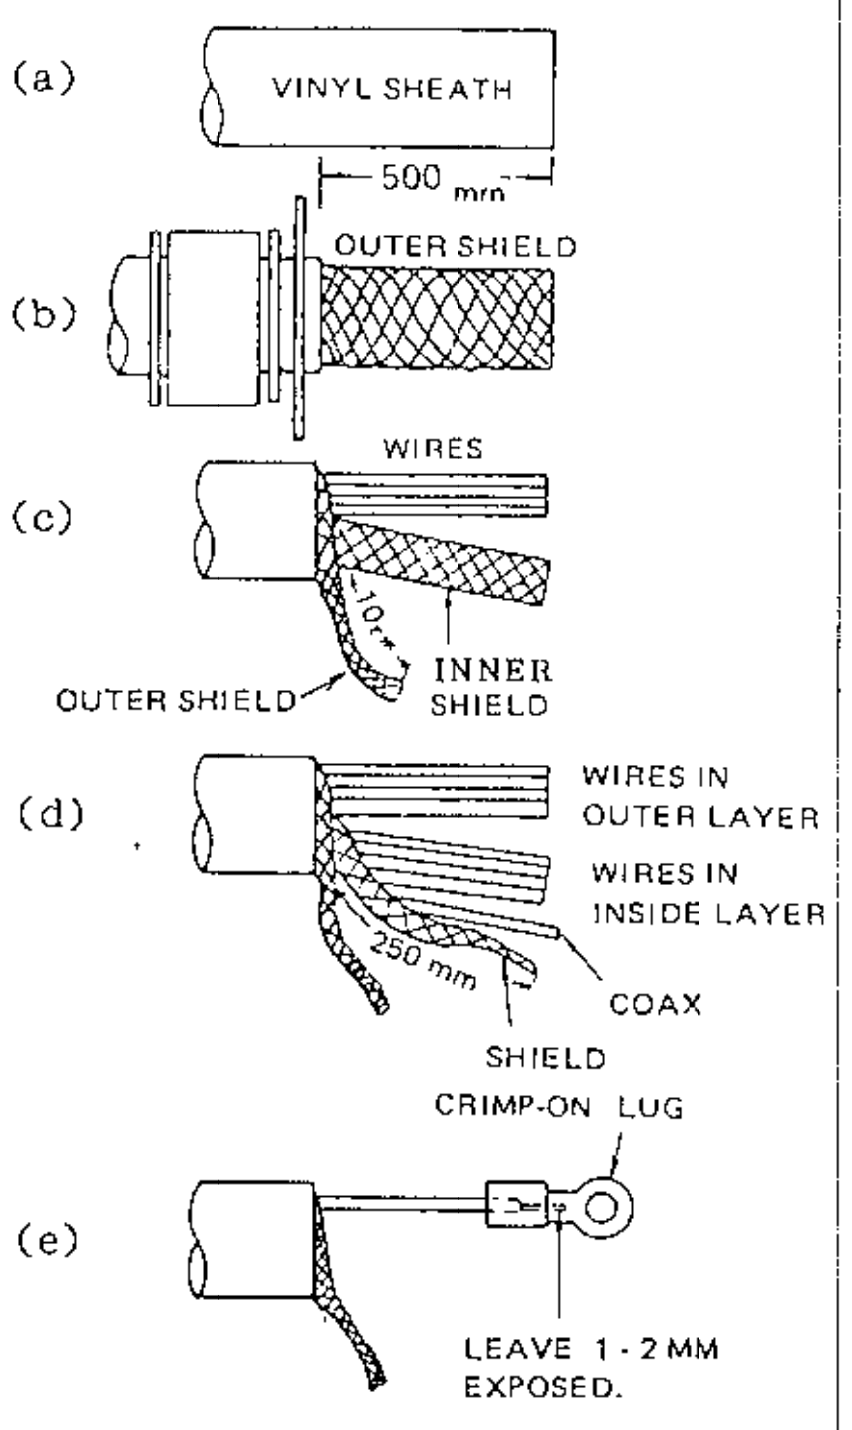

Fig.6-4 Fabrication of Multicore Cable
4. Cut the cable leaving about 800mm from the cable gland, and fabricate it referring to Fig.6-4.
1. Being careful not to cut the outer shield, remove 500mm of the vinyl sheath. See Fig.6-4(a).
2. Slide washer, rubber packing, washer and clamp plate of the gland over the cable. See Fig.6-4(b).
3. Straighten the outer shield and separate the outer layer wires from those inside the braided shield (inner wires). See Fig.6-4(c).
4. Take out the wires and coaxial wire from the inside layer. See Fig.6-4(d).
7. Remove about 6mm of the vinyl insulation from the end of each wire. Fix crimp-on lug FV1.25-3 (red) to each wire by using a crimping tool. See Fig.6-4(e).